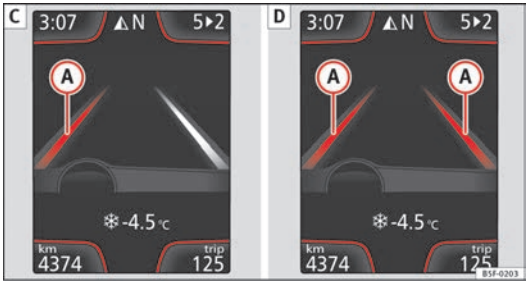

Fig. 102 On the instrument panel display: Indication on the Lane Assist system display (example 2)
- The system is operational, a yellow line A indicates that there was a risk of involuntarily crossing the lane line and that the steering is being adjusted to correct the angle ⇒ Fig. 102 C.
- Two yellow lines A light up simultaneously when both lane lines are recognised and the Lane Assist function is active ⇒ Fig. 102 D.